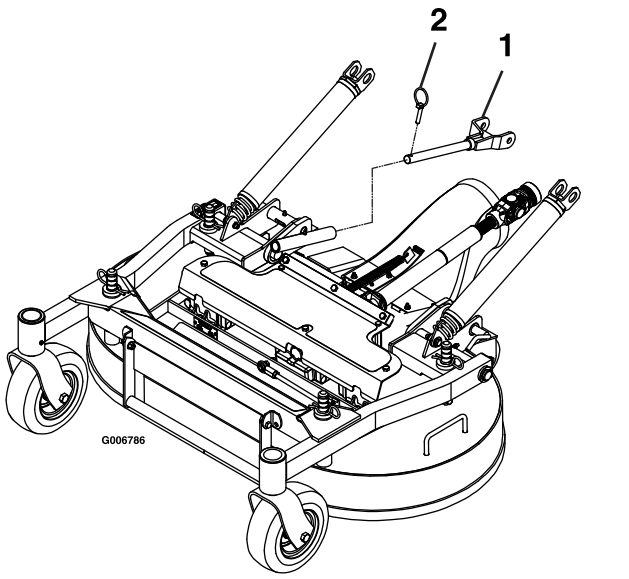

Figure 13
6. Remove lynch pins at front of push arms on both sides of the unit (see Figure 13).
4. Align deck push arm tubes to tractor push arms and push deck rearward. Secure push arms with lynch pins on left and right sides of the unit (see Figure 13).